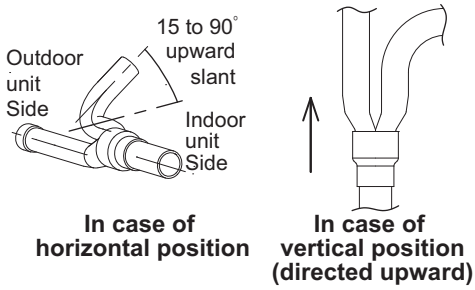

Fig. 2-338
- The distribution joint can be either horizontal or vertical. (Fig. 2-338) In the case of horizontal, the L-shaped tubing must be slanted slightly upward (15˚ to 90˚).